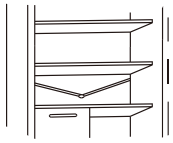

Fig.12
• Houd de afvoerleiding (fig. 12) schoon in het koelgedeelte en hou het vrij van water.